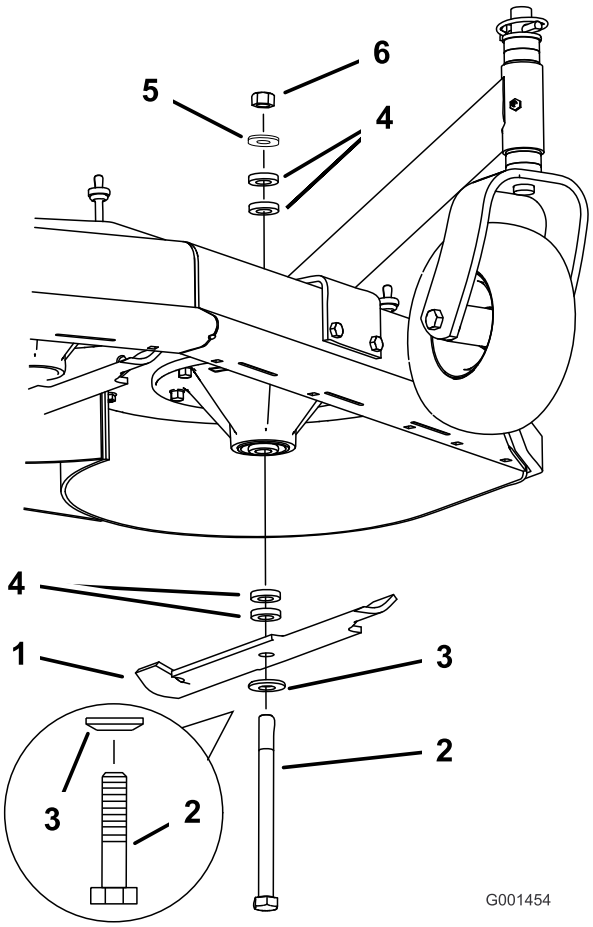

Figur 56
2. Fjern møtrikken, skæreknivsbolten, den buede skive, skærekniven, afstandsklodserne og den tynde skive fra spindelen (Figur 56).
1. Monter bolten, den buede skive og skærekniven. Vælg det passende antal afstandsklods(er) til klippehøjden, og skub bolten ned i spindlen (Figur 56).
2. Monter de resterende afstandsklodser, og fastgør dem med en tynd skive og en møtrik (Figur 56).